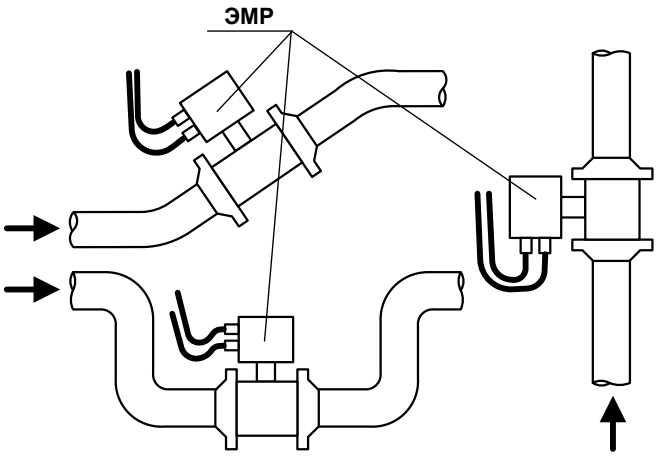

Рис.1. Рекомендуемые места установки расходомера.
- в месте установки в трубопроводе не должен скапливаться воздух, т.е. расходомер не должен располагаться в самой высокой точке трубопровода, а также в трубопроводе с открытым концом; наиболее подходящее место для монтажа (при наличии) – нижний либо восходящий участок трубопровода (рис.1);